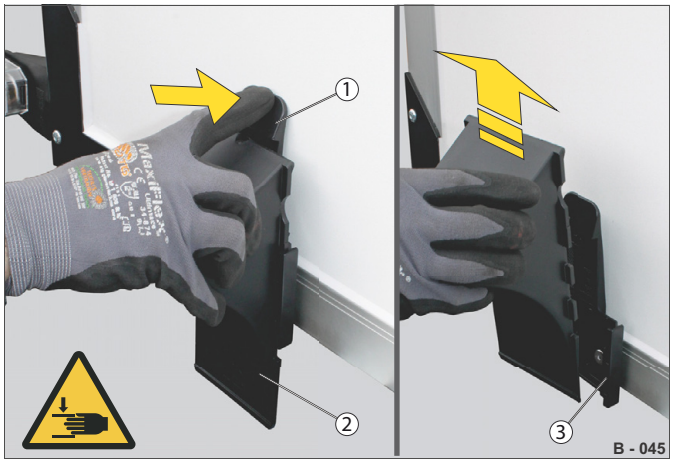
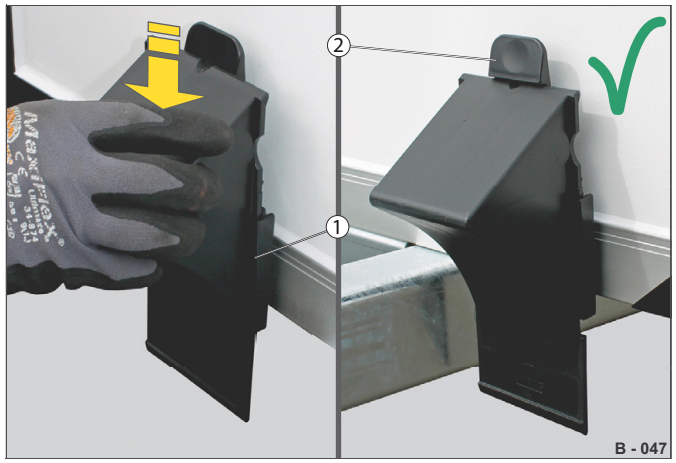

Abb. 80 Odebrání zakládacích klínů
Abb. 82 Zajištění zakládacích klínů (jízdní poloha)
▶ Zatlačte na páku (Abb. 80/1) držáku (Abb. 80/3).
▶ Zároveň vysuňte zakládací klín (Abb. 80/2).
▶ Umístěte zakládací klín do držáku (Abb. 80/3) – Zářezy musí být zarovnány s jazýčky (Abb. 82/1).
Páka (Abb. 82/2) zajišťuje zakládací klín proti vypadnutí.